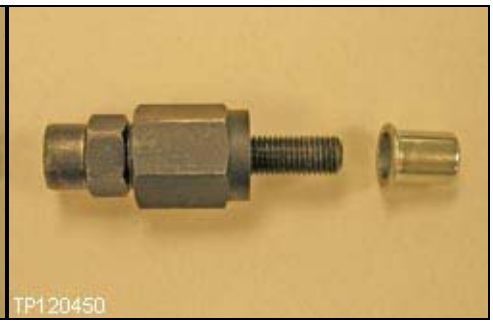

Figure RB15
2. Insert part #1 through part #2 and part #3 (see Figure RB15).